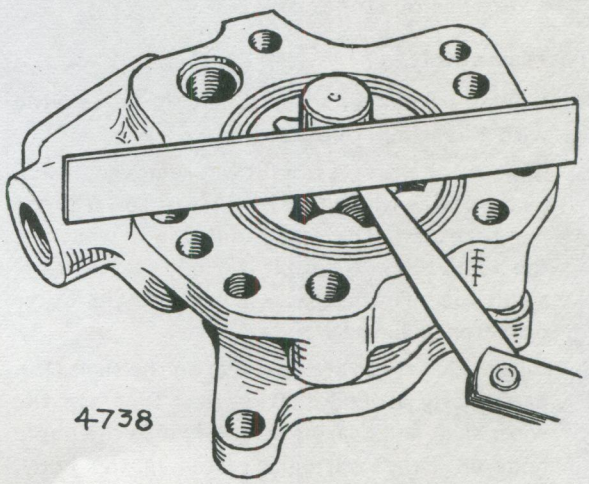

Fig. 10. *Checking rotor end clearance*
3. Check the clearance between the top of the rotors and the surface of the pump body with a feeler blade and a straight edge. If the clearance exceeds ·0025″ (·06 mm.), replace the pump body and rotor assembly. See Fig. 10.